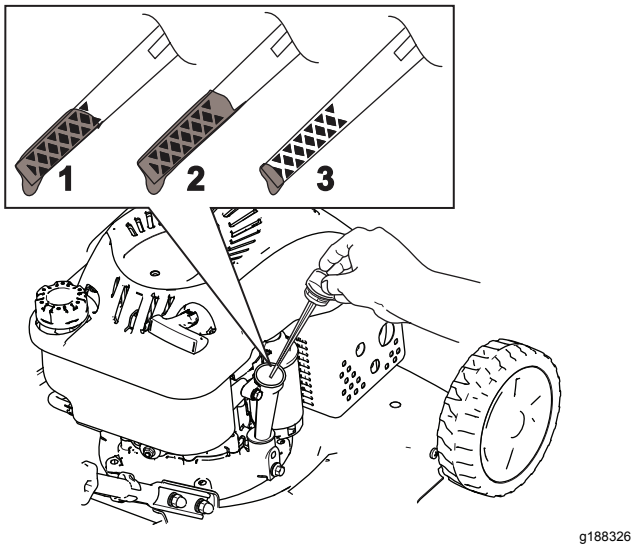

Figur 24
3. Lossa oljestickan genom att vrida locket moturs och dra stickan uppåt (Figur 24).